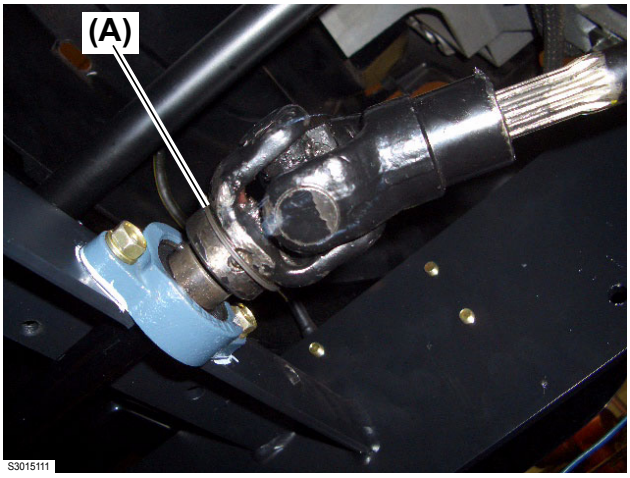

Fig. 7
10.Remove the circlip **(Fig. 7, (A))** to expose the spring pins in the front prop shaft coupler.